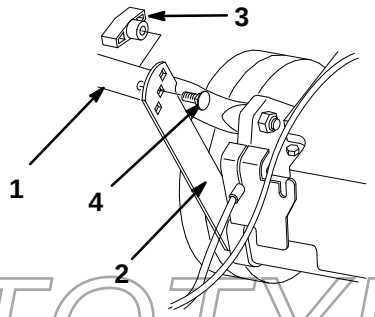

**Figure 2**
1. Remove the four handle bolts (two bolts have a flat cap and two have a contoured cap to fit the handle) and knobs in the lower handle (Fig. 2).
2. Swing the lower handle back and the support brackets up, aligning the brackets with the holes in the handle (Fig. 2).
3. Secure the handle to the support brackets with the two flat handle bolts and two knobs, using the height adjustment holes on the brackets that best fit your height (Fig. 2).